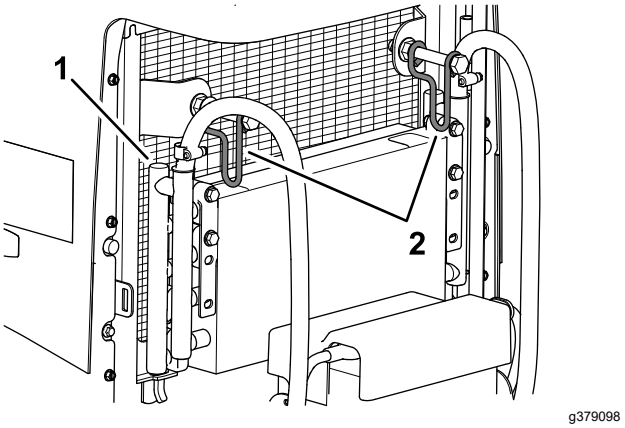

**Figuur 110**
7. Draai de 2 vergrendelingen van de oliekoeler naar binnen en kantel de oliekoeler (Figuur 110).